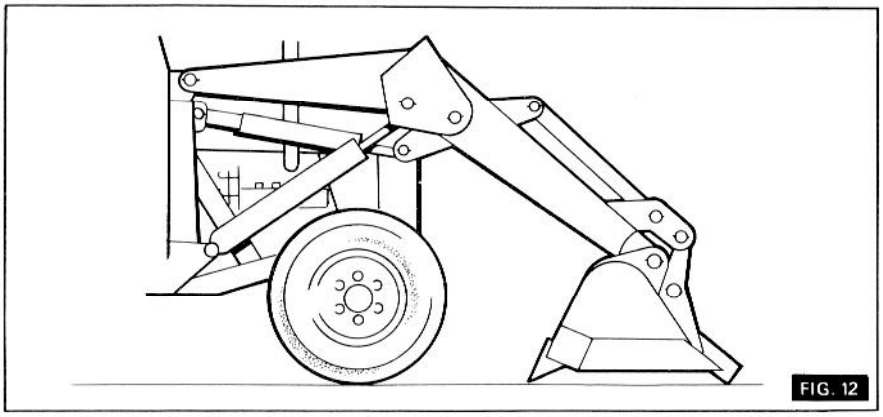

FIG. 12
1. Placer le chargeur avec la benne retournée sur le sol (voir Fig. 12).